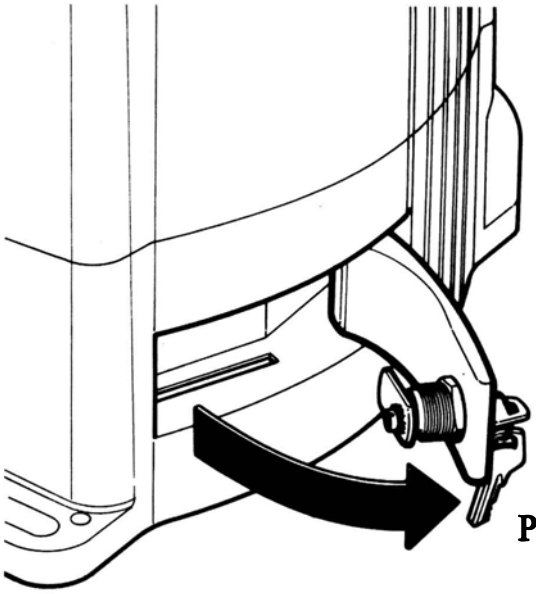

Рис. 5
1) Сдвиньте вверх лепесток, прикрывающий замок (1).
2) Вставьте ключ и поверните его на 90° по часовой стрелке (2).
3) С помощью ключа потяните на себя рычаг так, чтобы он встал в перпендикулярное THORy положение (рис. 5).